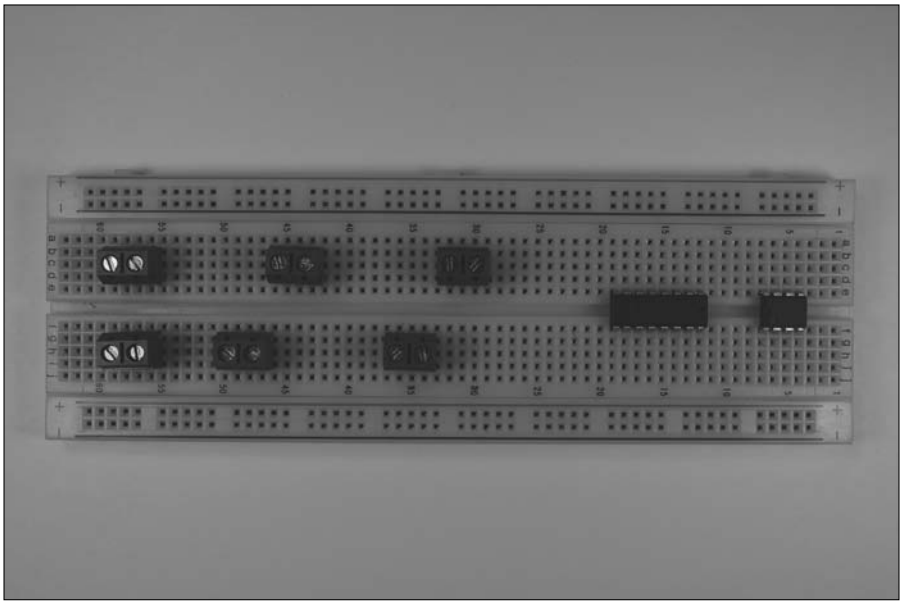

Figure 10-7: Place the LM555 IC, 4017 IC, and six terminal blocks.
1. **Place the LM555 IC, the LM4017 IC, and six terminal blocks on the breadboard, as shown in Figure 10-7.**